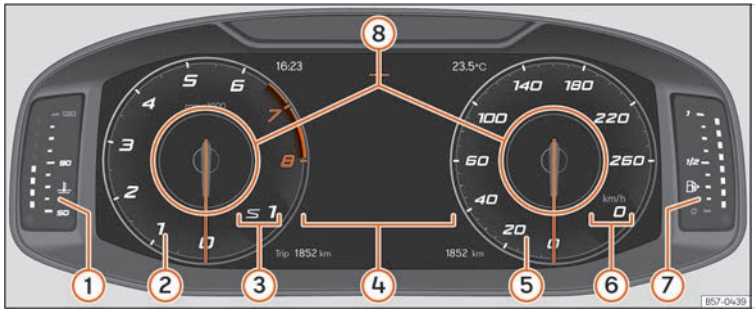

Fig. 4 SEAT Digital Cockpit on the instrument panel (classic view).
In all views the information displayed in **Information profiles** can be customised ››› Fig. 4 ⑧.
The revolutions per minute and speedometer needles appear along the entire length ››› Fig. 4.